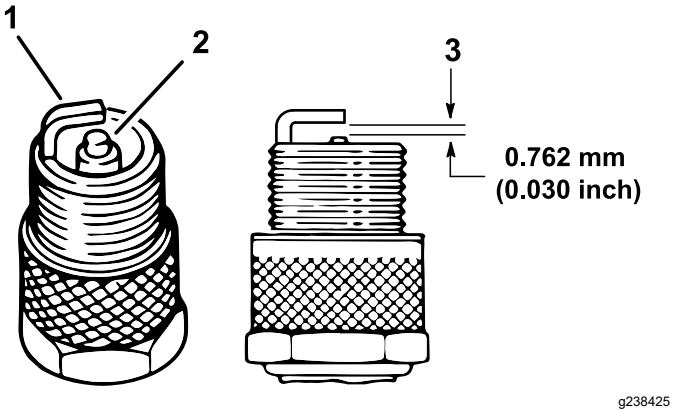

Figuur 43
4. Controleer de staat van de massa-elektrode, de centrale elektrode en de isolator van de centrale elektrode op beschadigingen (Figuur 43).
5. Zorg ervoor dat de elektrodenafstand tussen de centrale elektrode en de massa-elektrode 0,76 mm bedraagt; zie Figuur 43.